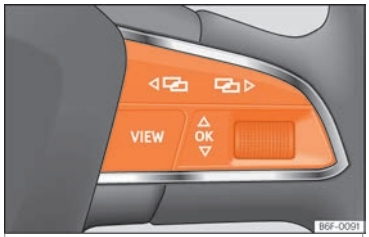

Fig. 114 Lato destro del volante multifunzionale: tasti per l'utilizzo dei menu e delle indicazioni informative del quadro strumenti.
In presenza di un avvertimento con priorità 1 ››› pag. 111, non sarà possibile accedere ad alcun menu. Alcuni avvertimenti possono essere confermati o nascosti con il tasto OK del volante multifunzione ››› fig. 114. »
- Se viene visualizzato un messaggio o il pittogramma di un veicolo, premere il tasto OK ››› fig. 114, se necessario ripetutamente.
- Per cambiare menu usare i tasti ◁ ▷ o ▷ ››› fig. 114.
- Per aprire il menu o l'indicazione informativa visualizzata premere il tasto OK ››› fig. 114 o attendere alcuni secondi, finché il menu o l'indicazione informativa non si aprirà automaticamente.
- Nel menu visualizzato ruotare la manopola destra del volante multifunzione ››› fig. 114 finché non verrà marcata l'opzione del menu desiderata. L'opzione appare contrassegnata.
- Premere il tasto OK ››› fig. 114 per effettuare le modifiche desiderate. Una marcatura indica che il sistema o funzione in questione è attivato.
Premere il tasto ◁ o ▷ ››› fig. 114.